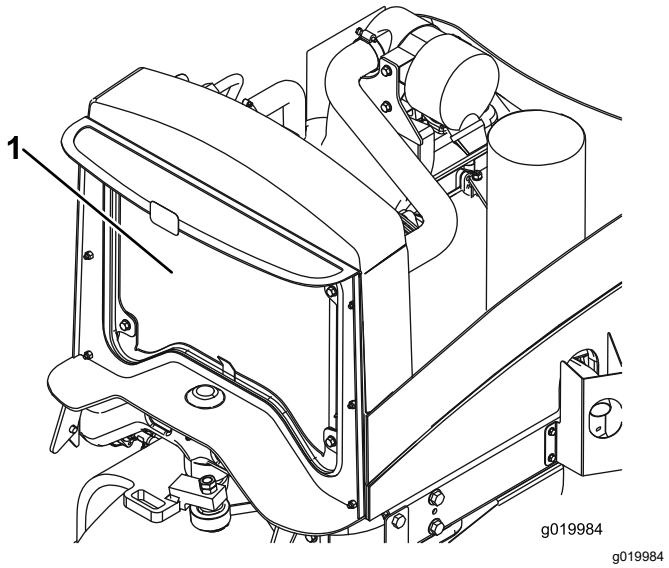

Figur 60
2. Rengjør begge sidene av radiatoren/oljekjøleren grundig med trykkluft (Figur 60).